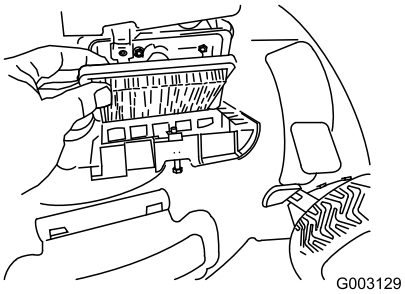

Figura 33
4. Montate il coperchio (Figura 33).